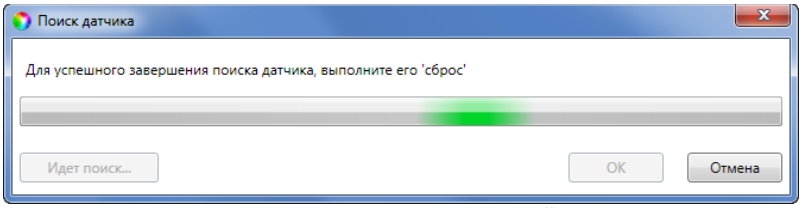

Рисунок 7.42 — Поиск радиоустройства
3. После нажатия кнопки *ОК* начнется поиск радиоустройства контроллером (см. рисунок 7.42). Для того чтобы устройство было найдено контроллером, его следует перевести в режим связывания (выполнить «сброс»).